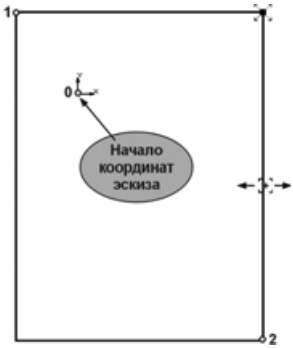

Рис. 5.5
- Постройте в эскизе прямоугольник произвольных размеров таким образом, чтобы символ начала координат оказался внутри прямоугольника (рис. 5.5). Это можно сделать, указав положение двух его вершин, например точек 1 и 2. Завершите работу команды .